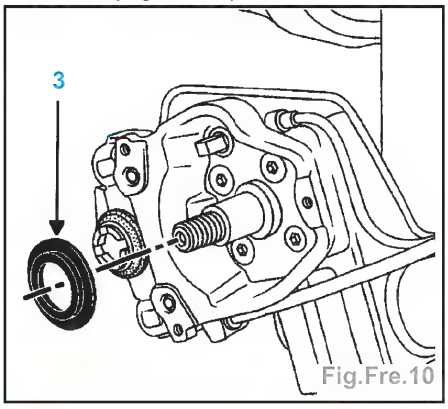

Fig.Fre.10
Nota : veiller à ce que le déflecteur (3) soit remonté dans le bon sens. Un chanfrein est présent sur ce déflecteur afin qu'il soit correctement en appui sur la fusée (Fig.Fre.10).